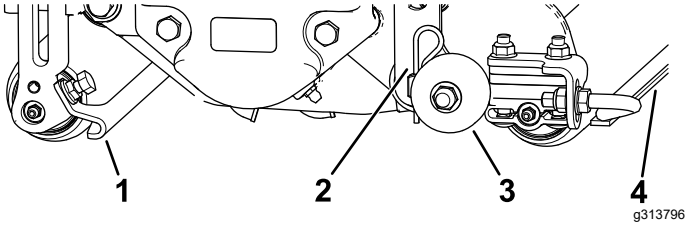

Figure 10
1. Loosen the flange nuts that secure the roller scrapers (Figure 10).
Before the verticutters are lowered to the shop floor or removed from the traction unit, lower the transport rollers (Figure 10) to protect the blades from hard surface contact.